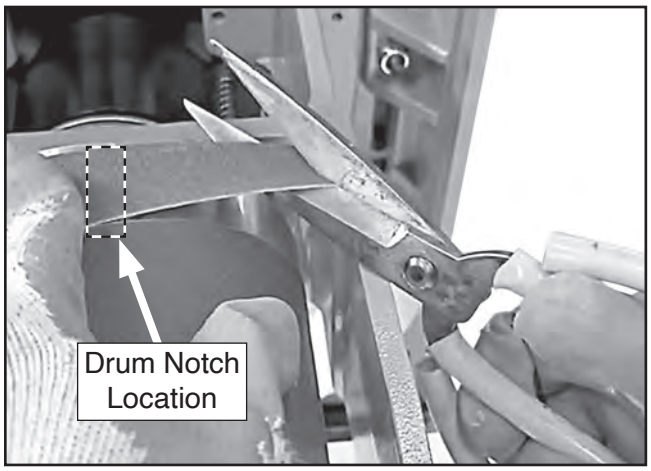

Figure 44. Sandpaper notch cut #1.
1. Cut end of sandpaper at a slight angle approximately 1½" beyond drum notch (see **Figure 44**).